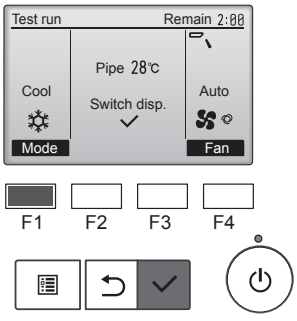

Fig. 7-3
① Trykk på [F1] for å endre driftsmodus. (Fig. 7-3)